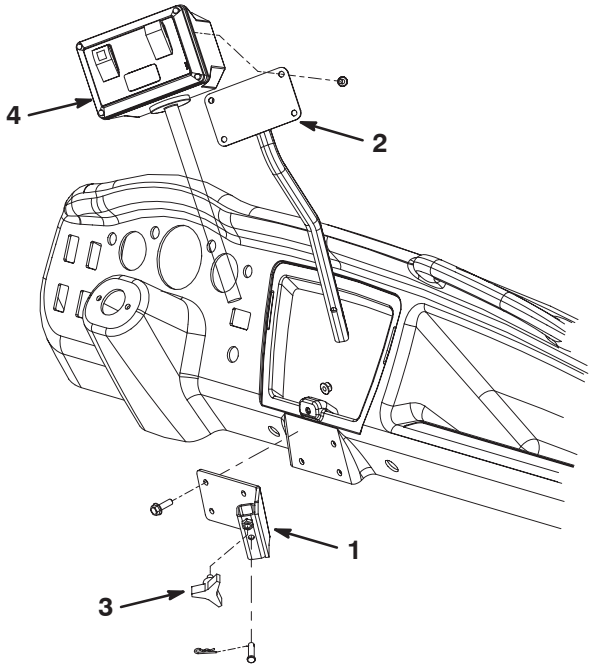

Figure 9
1. Montez l'ensemble récepteur sur le tableau de bord du Workman à l'aide de (4) vis de 5/16–18 x 1 pouce et de (4) écrous. Positionnez les composants comme illustré à la Figure 9.
2. Montez le boîtier de commande sur l'ensemble support avec (4) vis (Fig. 9).
3. Insérez le tube de l'ensemble support dans le récepteur et fixez-le avec un axe de chape et une goupille fendue (Fig. 9).
4. Vissez le bouton dans le récepteur pour serrer le tube (Fig. 9).